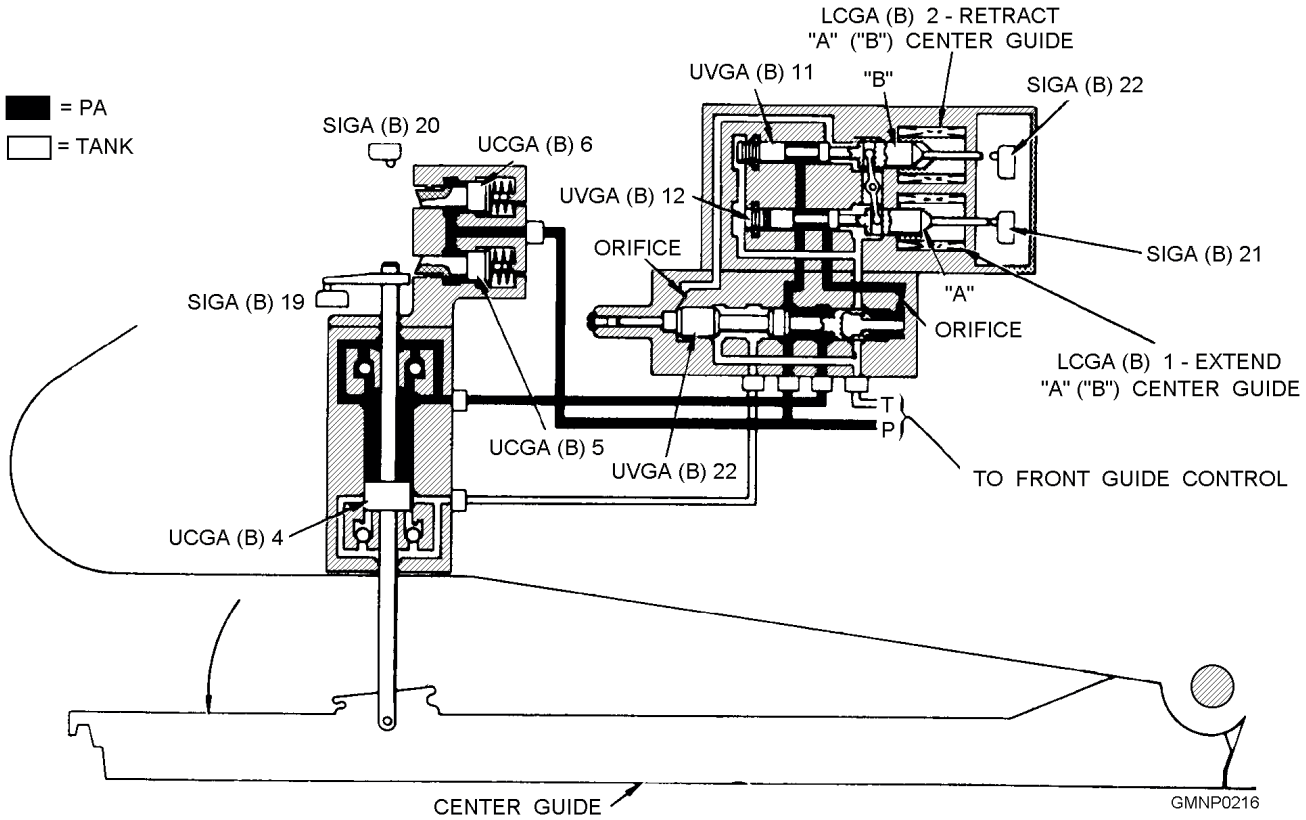
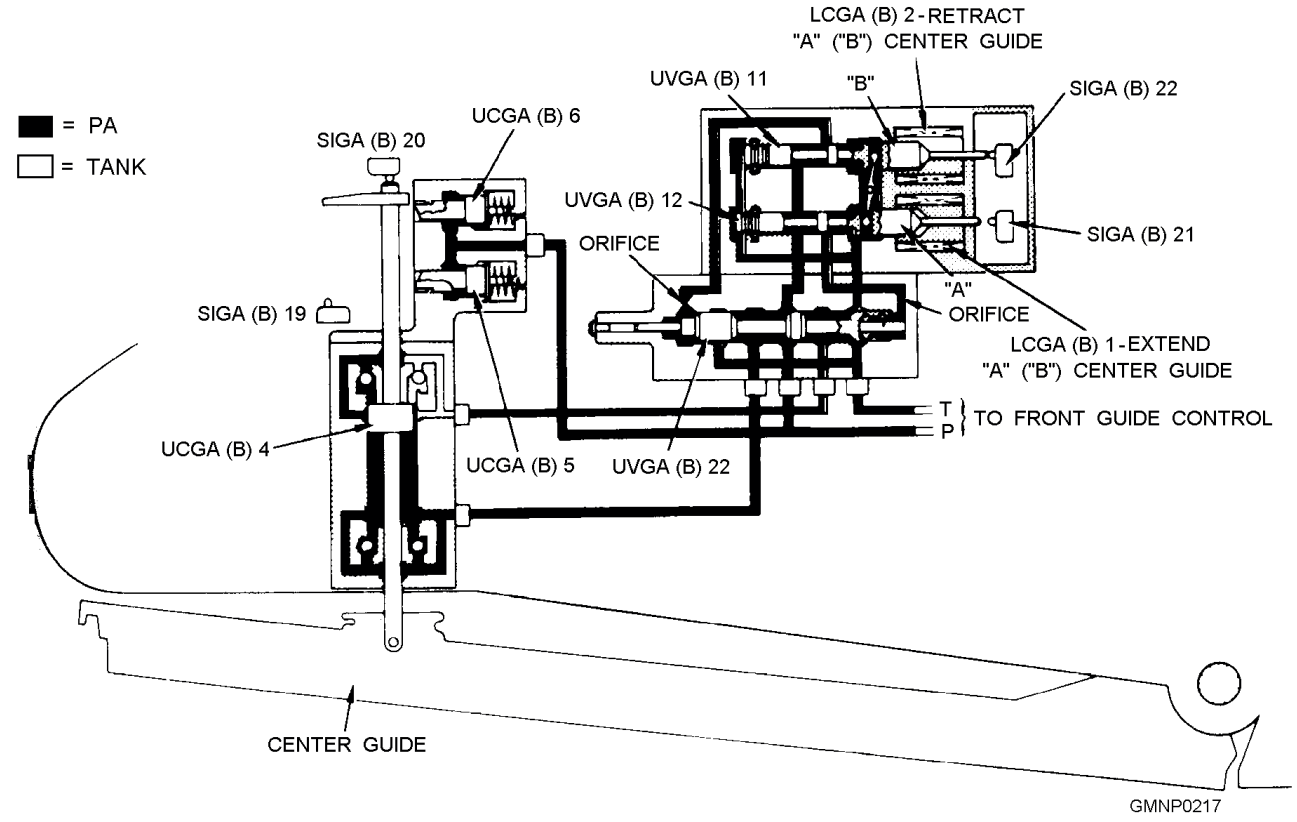
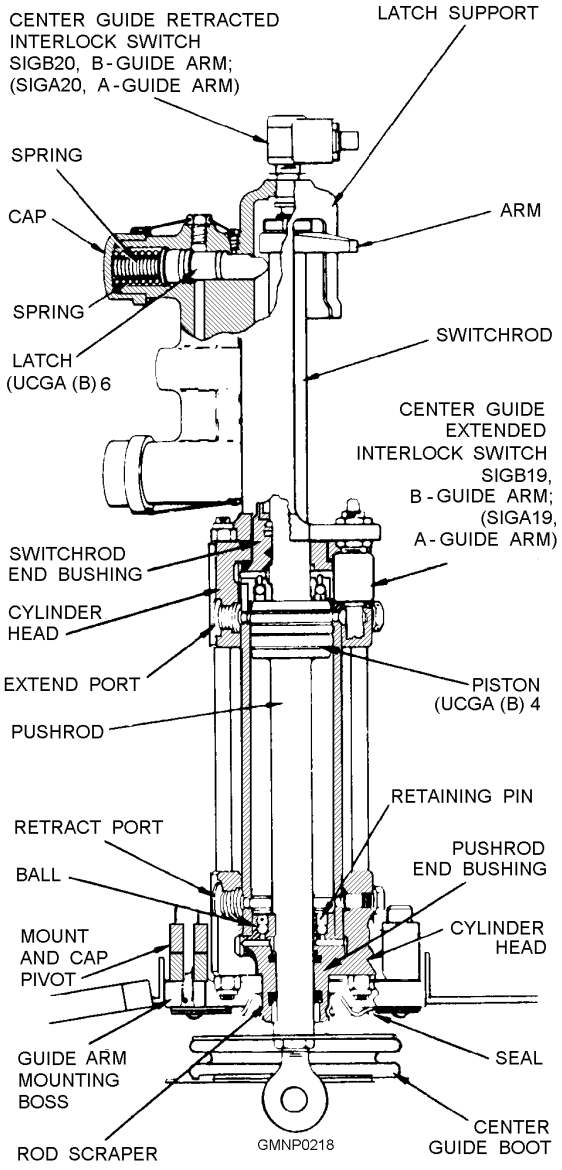

**Figure 4-24.—Center guide extended; hydraulic schematic.**
**Figure 4-25.—Center guide retract; hydraulic schematic.**
**Figure 4-26.—Center guide hydraulic cylinder.**
We will first discuss the hydraulic components associated with the center guide. We will then extend the unit from its normally stowed position. As we describe these hydraulic-mechanical operations, you may find it helpful to compare the two hydraulic schematics in figure 4-24 (extend cycle) and figure 4-25 (retract cycle).
The solenoid assembly (shown in figures 4-24 and 4-25) is identified as LCGA(B)1 and LCGA(B)2. It is a detente type of unit that is mounted to directional valve UVGA(B)22. Hydraulic fluid from the solenoid assembly controls the position of the directional valve.
The center guide cylinder (fig. 4-26) contains a movable piston UCGA(B)4 and four ball type of check valves. These check valves function to restrict fluid flow and slow down or cushion part of the stroke of the piston. The lower pushrod of the piston connects to the center guide casting and moves it. The upper switchrod (and arm) of the piston actuates the extended and retracted interlock switches SIGA(B)20 and SIGA(B)19, respectively. The two spring-loaded latches UCGA(B)5 and 6 (refer to figs. 4-24 and 4-25) extend outward to engage the arm on the switchrod. The upper latch slides under the arm to lock the center guide in its retracted position. The lower latch slides over the arm to lock the center guide in its extended position.
When the GMLS is secured, the center guide is normally in the retracted position. It is held there by the upper latch. After the GMLS is activated, PA is distributed throughout the hydraulic system. Both latches are automatically retracted when PA overcomes latch spring pressure. Since the solenoid is detented, PA is also routed through it and the directional valve to pressurize the bottom (or retract) side of the cylinder. The center guide is held in the retracted position as long as PA is available. The latches will not extend until the GMLS is secured and PA drops below latch spring tension. Figure 4-25 shows the equipment condition just described.
The hydraulic-mechanical actions that extend the A-side center guide begin when solenoid LCGA(B)1 energizes (fig. 4-24). The detente mechanism is released and UVGA(B)12 shifts to the right. This pivots the rocker arm which shifts UVGA(B)11 to the left. The detente mechanism reengages. At this point, the interlock control circuit has done its job and, in effect, is no longer needed. The remaining actions are all strictly hydraulic and mechanical.
The hydraulic-mechanical operations that retract the center guide begin with energizing LCGA(B)2 (fig. 4-25). They basically reverse the extend cycle actions. We will not go into a detailed explanation of this operation. Study and compare the extend and retract hydraulic schematics and you will see the differences. Retract time is 1.17 seconds.
4. Power-off brake (not shown—see figures 4-25 and 4-26)